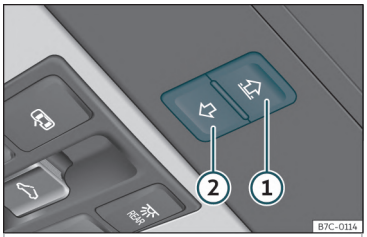

Fig. 90 Pe capitonajul plafonului: butoanele parasolarului.
Butoanele ››› **fig. 90** ① și ② au două poziții. Prima poziție permite deschiderea sau închiderea completă sau parțială a parasolarului.
• *Parasolarul:* în aprox. 5 secunde de la activarea funcției antiprindere, apăsați butonul››› **fig. 90** ② până când parasolarul se închide complet.